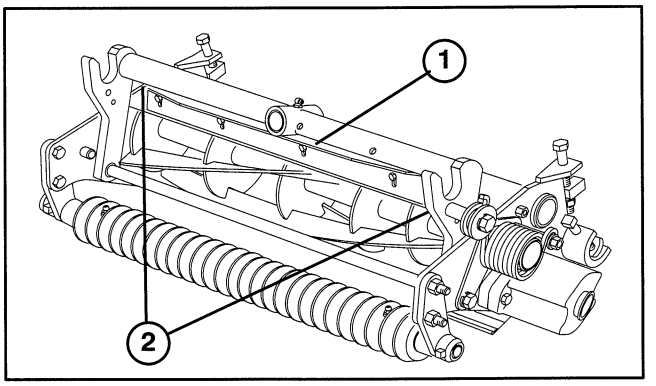

Figure 3
1. Set cutting unit in normal cutting position (Fig. 3).
2. Loosen capscrews and nuts securing shield to each side–plate, adjust shield to desired height and tighten fasteners (Fig. 3).